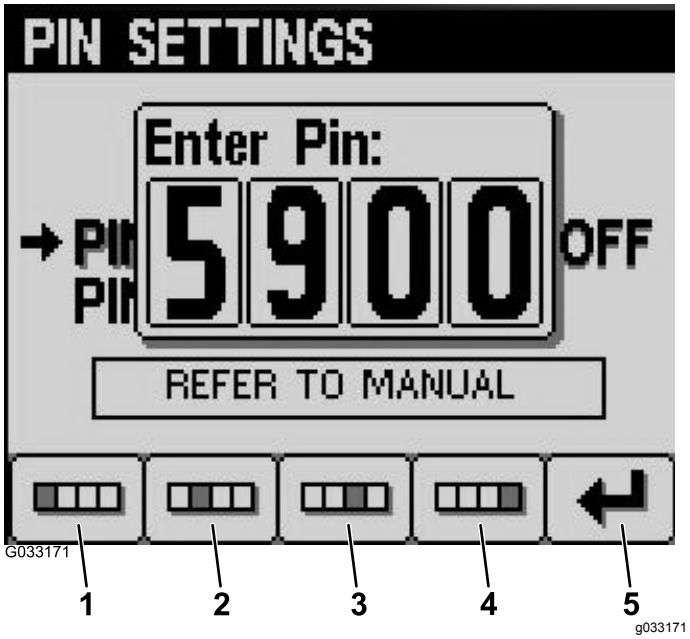

Figur 23
6. Indtast standardpinkoden (5900) på skærmen Indtast pinkode med knapperne 1 til 4 til valg af cifre. Tryk på knap 5 for at afslutte indtastning af pinkoden (Figur 23).